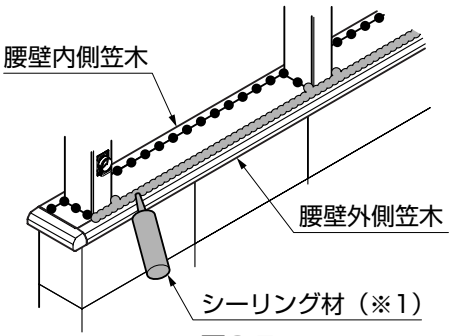

図3-5
①腰壁外側笠木を、腰壁用ベースにはめ込んでください。
②腰壁内側笠木を、腰壁用ベースにはめ込んでください。
③腰壁外側笠木は、上端部を全長にわたりシーリングしてください。（※1）（図3-5参照）
●オープンテラス腰壁タイプの場合は、腰壁内側笠木もシーリングしてください。（●－●－●部分）（図3-5参照）